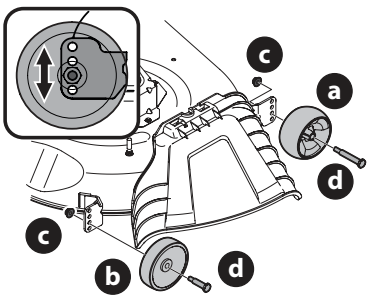

Fig. 20
b. Remove the front (a) and rear (b) deck wheels by removing the flange lock nuts (c) and shoulder bolts (d) that secure them to the deck (Fig. 20).